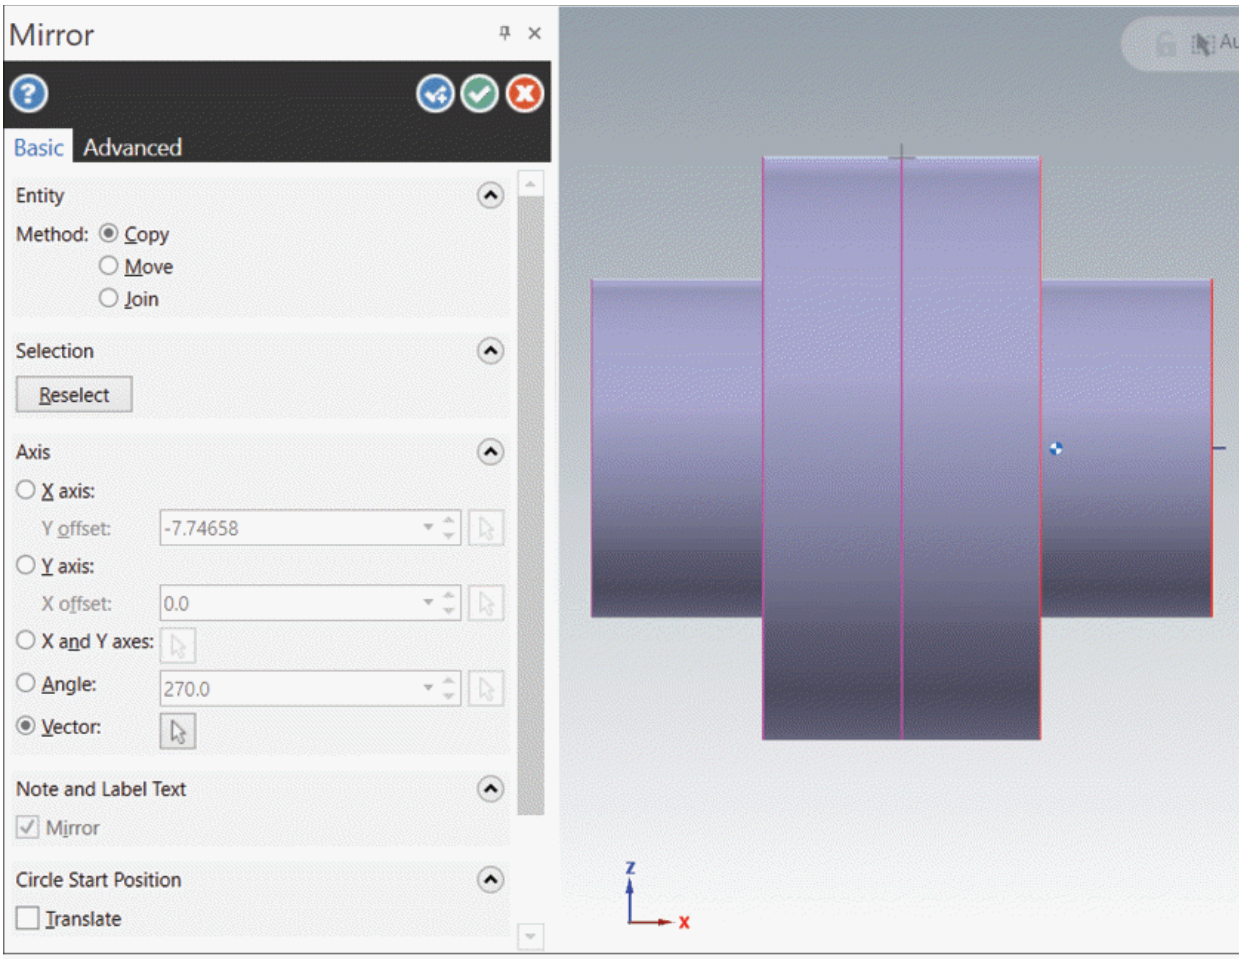

Figure-35. Preview of mirror feature
- Click on the **Mirror** tool from the **Position** panel in the **Tools** contextual tab of the **Ribbon**. The preview of mirror feature will be displayed with **Mirror Manager**; refer to Figure-35.